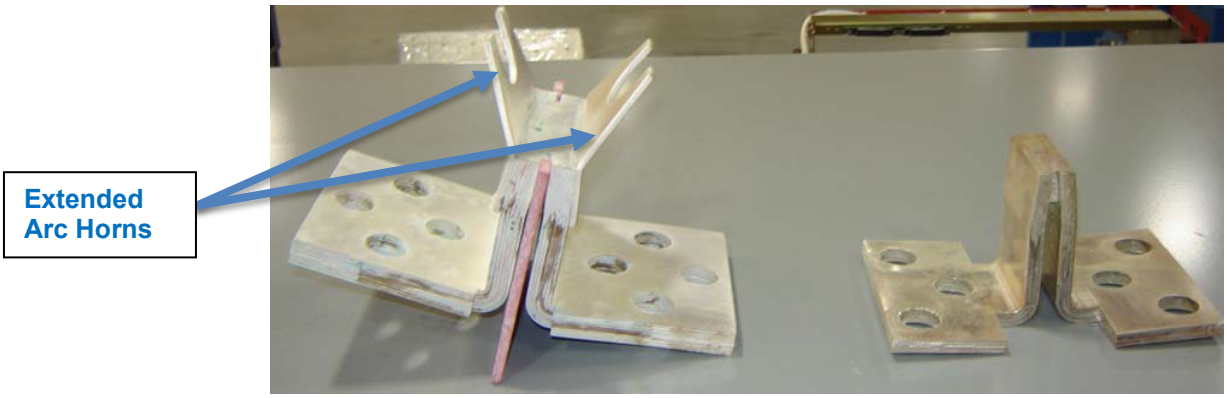

Figure 2 – Fuses
15. Fuse Inspection: (See Figure 2.)